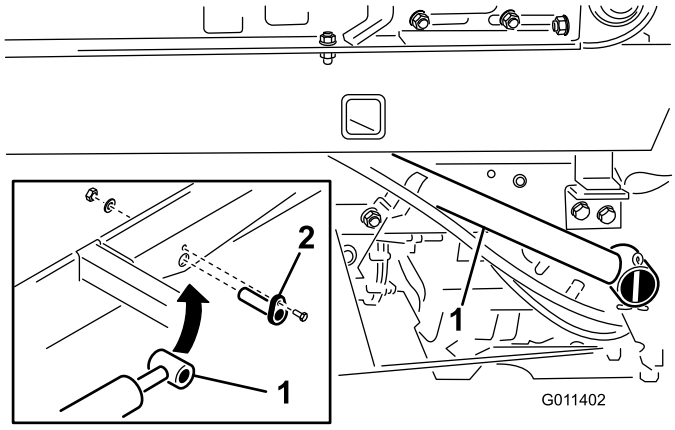

Figur 11
1. Fäst lyftcylinderstångens ändar på TopDresser-basen med en cylinderpinne (Figur 11).
2. Fäst cylinderpinnarna på TopDresser-basen med en 1/4 x 3/4 tums huvudskruv, planbricka och mutter (Figur 11).